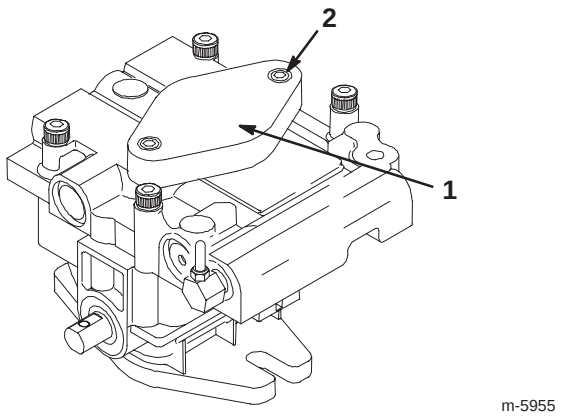

Figure 47
Note: It is necessary to lightly touch the charge pump cap (Fig. 47) with your hand to check the pump temperature. If the cap is too hot to touch, turn off engine. The pumps may be damaged if the pump becomes too hot. If either drive wheel still does not rotate continue to next step.
7. To **prime** the charge pump, loosen two hex socket head capscrews (Fig. 47) 1–1/2 turns only. Make sure engine is not running. Lift charge pump housing upward and wait for a steady flow of oil to flow out from under housing. Retighten capscrews. Do this for both pumps.